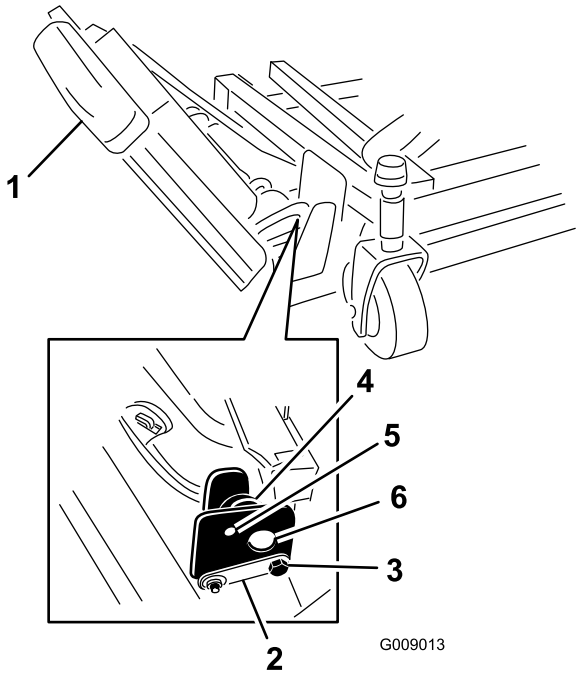

Figur 3
1. Fjern de møtrikker, der fastgør de forreste og bageste stopbolte på højre vingeskjolds monteringspunkter (Figur 3).
2. Mens højre vingeskjold understøttes, fjernes de forreste og bageste stopbolte fra skjoldets monteringspunkter (Figur 3).